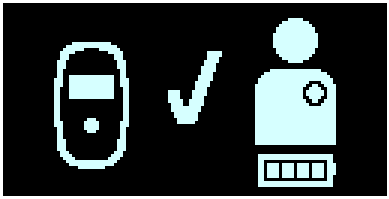

Figura 17: Ecrã Carregamento do GII concluído com sucesso
9. Quando a bateria do GII OPTIMIZER Smart Mini estiver totalmente carregada, o Carregador Vesta emitirá 3 sinais sonoros curtos e apresentará o ecrã Carregamento do GII concluído com sucesso, indicado pela marca de verificação a piscar no centro do ecrã (consulte a **Figura 17**). O Carregador Vesta será então desligado automaticamente.